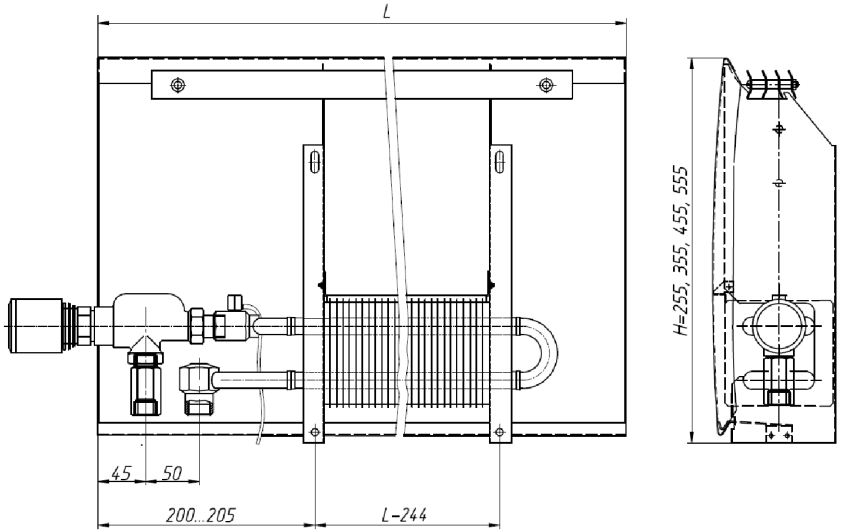

Рис.1 Конвектор настенный с нижним подключением ПКНН – 204…525 А(P,R) Т1
4.4. Размеры и технические характеристики изделий представлены на Рис.1 и в таблице 1.
5.2. Разметить места установки кронштейнов. При этом следует учесть, что для оптимальной теплоотдачи расстояние между конвектором и полом, должно быть 100-120 мм, а между конвектором и подоконником не менее 100 мм. Расстояние между осями кронштейнов принимается равное L-244 (расстояние между осями кронштейнов с привинченной планкой между ними !), для конвекторов в соответствии с рис.1. Если длина конвектора более 1600 мм, то